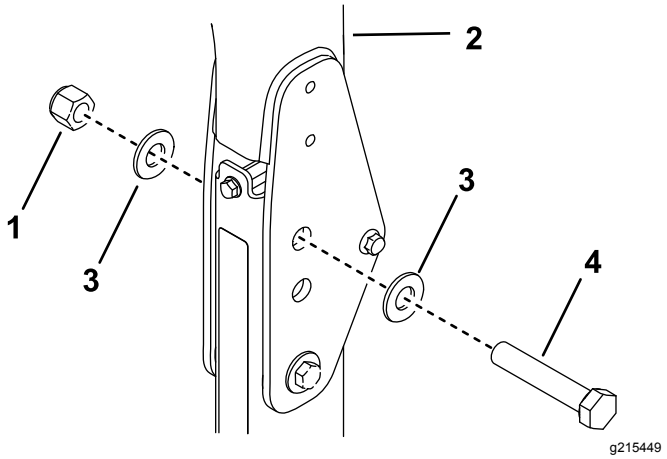

Figuur 26
B. Breng een ring (13/16" x 1½") aan op de bouten (¾" x 4"); zie Figuur 26.
C. Steek de bouten en ringen in de gaten waar u de pennen uit hebt genomen (Figuur 26).
D. Monteer nog een ring op elke bout en bevestig met een moer (¾"); zie Figuur 26.